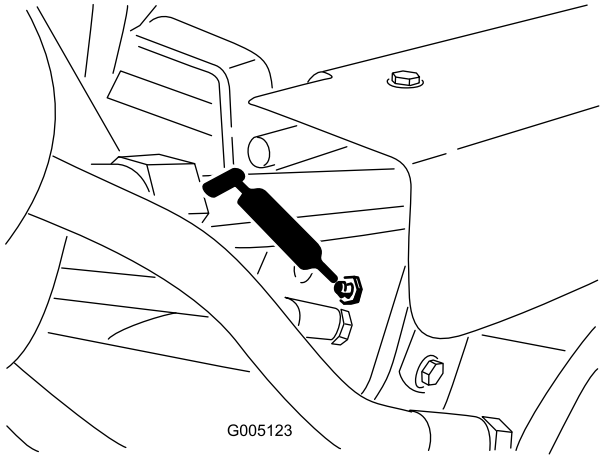

Figur 30
- Lyftcylindrarna (3) (Figur 30)